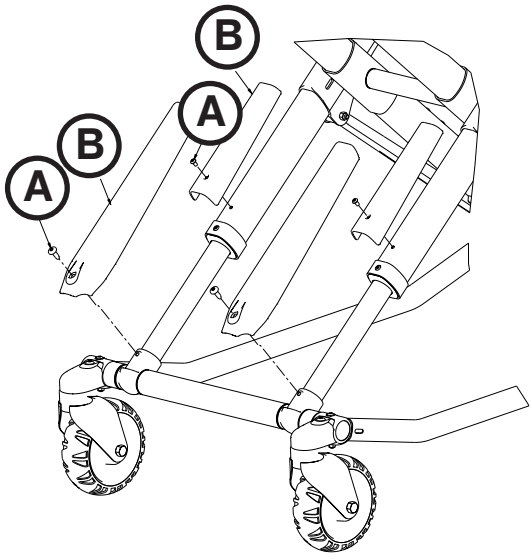

Figur 79
2. Brug en T27 Torx-skruetrækker til at fjerne fladrundhovedskruen (A), som fastgør X-rammebeskytteren (B) til det indvendige rør (se Figur 79).
4. Fjern X-rammebeskytteren på det udvendige rør og sæt den til side, så den kan genbruges på det nye udvendige rør (se Figur 79 på side 9-72).